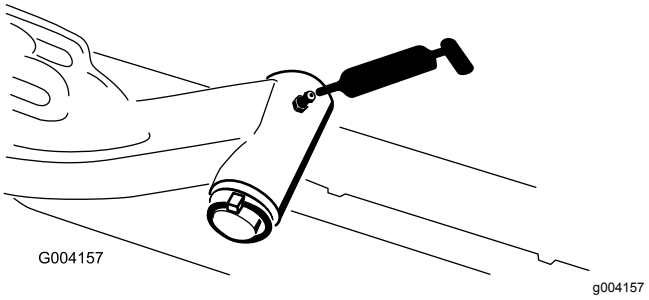

Figur 39
- Svingaksel for løftearm (1 hver) (Figur 39)